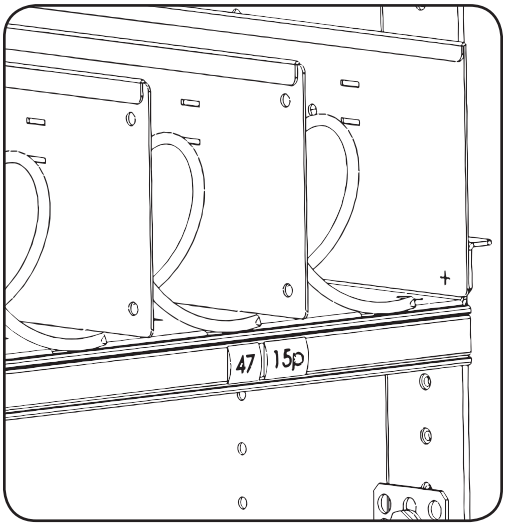

Figure 10 - Price tags installation
- put the price tags into the groove for price tags (fig.10).